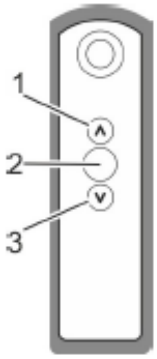

Fig. 4 : Émetteur radio portatif (exemple d'illustration)
- Pour allumer l'éclairage : appuyez sur le bouton HAUT (Fig. 4/1).
- Pour éteindre l'éclairage : appuyez sur le bouton BAS (Fig. 4/3).
- Plus clair : maintenez le bouton HAUT enfoncé (Fig. 4/1).
- Plus sombre : maintenez le bouton BAS enfoncé (Fig. 4/3).
- Prérégler la luminosité : appuyez sur le bouton (Fig. 4/2).